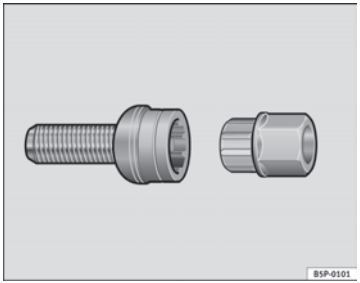

Abb. 185 Diebstahlhemmende Radschraube
– Setzen Sie den Adapter bis zum Anschlag in die diebstahlhemmende Radschraube ein ⇒ Abb. 185.